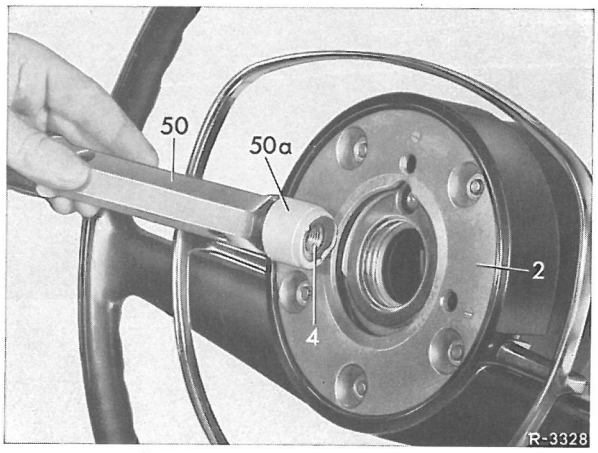

Fig. 46-6/6
14 Sekskantmøtrikken (4) lægges i en stiknøgle (5o) og fjederskiven lægges ovenpå, hvorefter begge fastgøres med klæbebånd på stiknøglen (fig. 46-6/6). Sekskantmøtrikken skrues på ratakslen, idet man passer på, at fjederskiven ikke falder af stiknøglen. Klæbebåndet fjernes derpå fra stiknøglen, og sekskantmøtrikken fastspændes med det foreskrevne tilspændingsmoment.